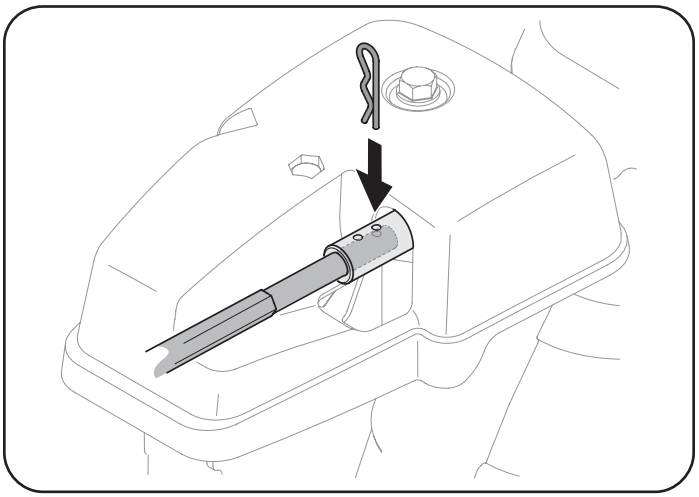

Figure 25
7. Push chute control rod toward control panel until hole in rod lines up with hole in chute control input closest to chute control head and insert hairpin clip (a)removed in Step 1. See Figure 25.